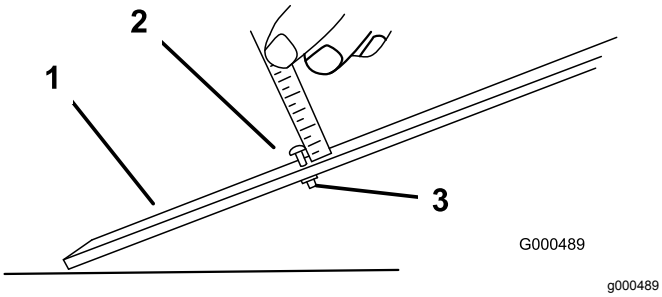

Figur 13
1. Lossa muttern på mätstången och ställ in justerskruven på önskad klipphöjd (Figur 13).